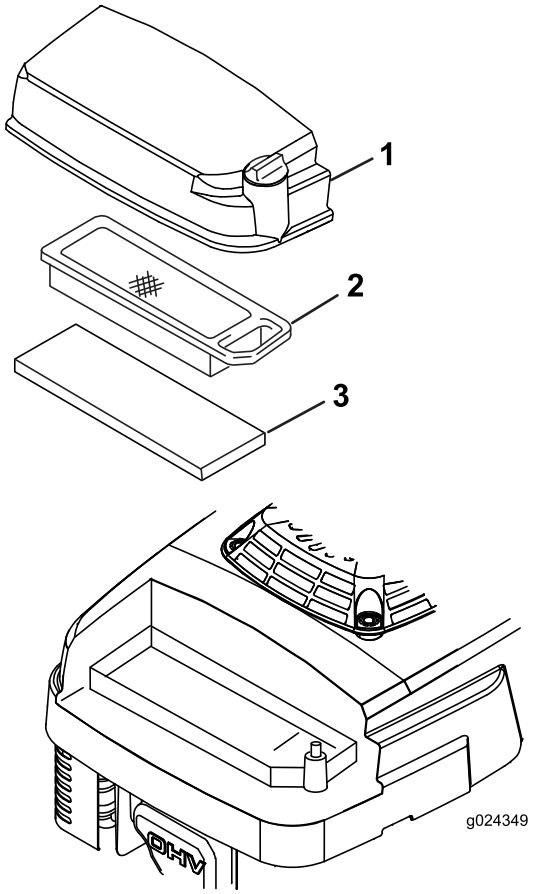

Figuur 20
3. Draai de schroef van het luchtfilterdeksel los (Figuur 20).
5. Verwijder en controleer het papieren luchtfilterelement (Figuur 20) en vervang het als het erg vuil is.
6. Verwijder het schuimelement (Figuur 20) en was dit met een mild reinigingsmiddel en water. Dep het daarna droog.